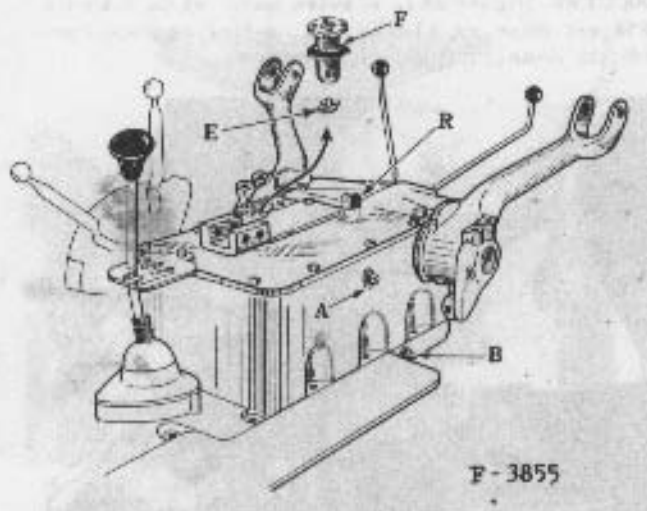

FIGURE 90 - A: Bouchon de niveau d'huile. B: Bouchon de vidange. R: Bouchon de remplissage. F: Filtre largement dimensionné. E: Elément magnétique du filtre.
Le niveau est correct lorsque le fluide apparaît à l'ouverture du bouchon de niveau "A" (figure 90).
Note : Durant la période de rodage, nettoyez la crépine du filtre à huile "F" (figure 90) se trouvant dans le bloc hydraulique. Procédez comme suit :
b) Démontez l'embout magnétique "E" (figure 90) dont est munie la crépine en le tournant de 1/8 de tour pour le dégager des quatre tétons qui le maintiennent. Nettoyez-le des particules métalliques pouvant y adhérer.
1) Essuyez soigneusement les pourtours du bouchon de remplissage "R" (figure 90).
2) Enlevez le bouchon de vidange "B" (figure 90) et placez-le dans un endroit propre. Lorsque le fluide ne s'écoule plus, faites tourner le moteur pour vidanger le fluide de la pompe et des canalisations.
3) Dès que le fluide apparaît à l'ouverture du bouchon de niveau "A" (figure 90), revissez les bouchons "A" et "R".
Toutes les 120 heures de travail, nettoyez le reniflard "R" (figure 90).